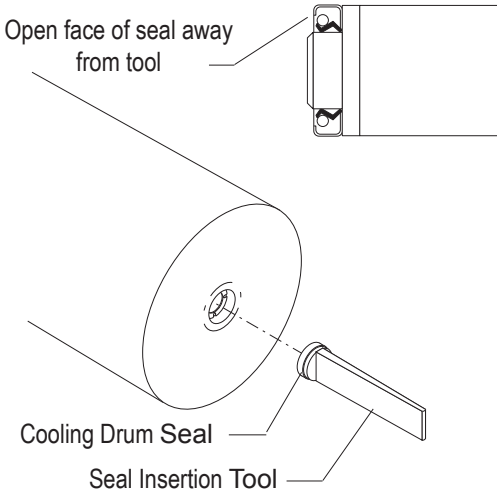

Figure 2
- □ Place seal on insertion tool as shown in Figure 2. Make sure open face of seal is toward cooling drum.